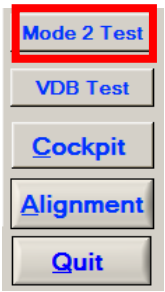

Figure 63 Mode 2 Test button
4) Click the **"Mode 2 Test"** button on the Te2uiA panel (opens the Mode 2 Bit Error Rate Testing and Transmit control window) (Figure 63)